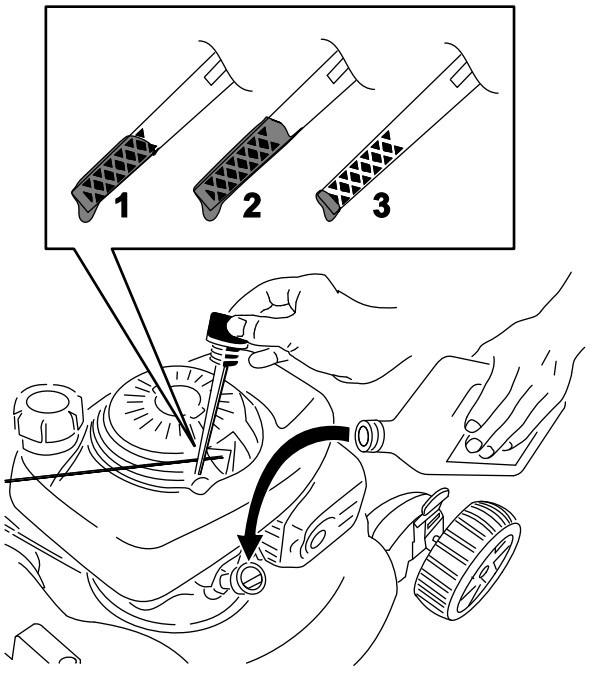

Figure 11
2. Tournez le bouchon dans le sens antihoraire et sortez la jauge (Figure 11).
5. Relevez le niveau d'huile indiqué sur la jauge (Figure 11).
- Si le niveau d'huile est trop bas, (Figure 11), versez avec précaution une petite quantité d'huile détergente SAE 30 ou SAE 10W-30 dans le tube de remplissage, attendez 3 minutes puis répétez les opérations 3 à 5 jusqu'à ce que le niveau d'huile correct soit atteint.
- Si le niveau d'huile est trop élevé (Figure 11), vidangez l'excédent d'huile jusqu'à obtention du niveau d'huile correct sur la jauge ; voir Vidange de l'huile moteur (page 16).